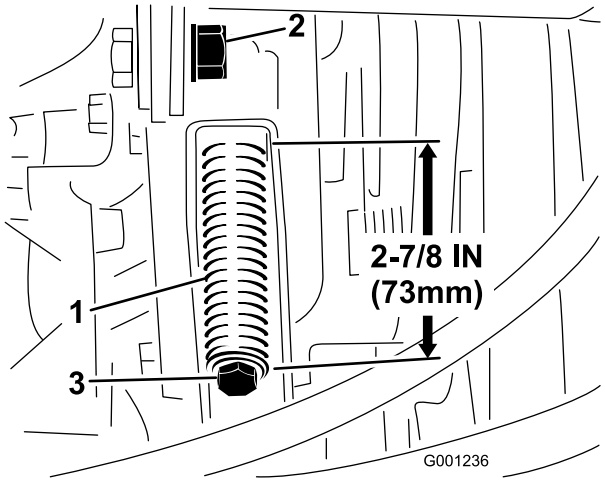

Figuur 78
3. Draai de contramoer van de spanstang los (Figuur 78).
4. Gebruik een ½ inch sleutel om de spanveer van de riem strakker of losser te zetten (Figuur 78). Stel de veer in op een lengte van 73 mm.
4. Zet de spanveer van de riem (Figuur 78) met behulp van een 1/2 inch sleutel helemaal los.
6. Plaats de nieuwe aftakasriem en stel de poelieveer weer in op een lengte van 73 mm (Figuur 78).
7. Draai de contramoer vast (Figuur 78) en sluit de motorkap.